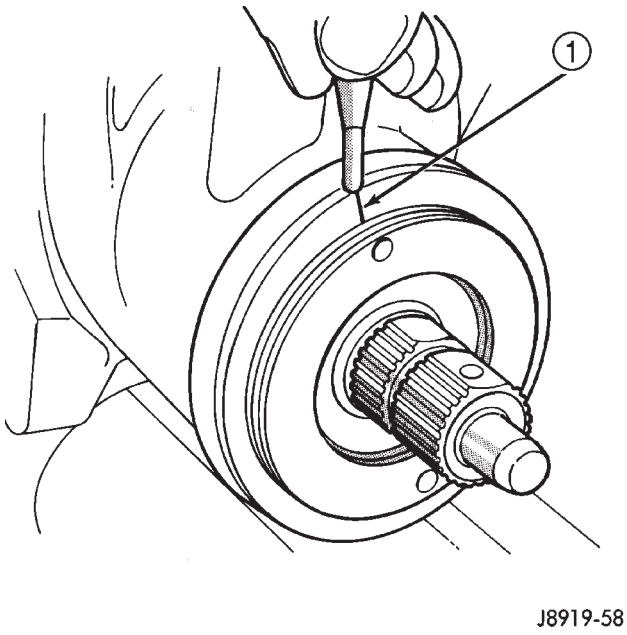

Fig. 6 Alignment Marking On Housing
(4) Turn the adjuster in with Spanner Wrench C-4381. Tighten the plug and thrust bearing in the housing until firmly bottomed in the housing about 28-31 N·m (20-23 ft. lbs.).
(5) Place an index mark on the housing even with one of the holes in adjuster plug (Fig. 6).